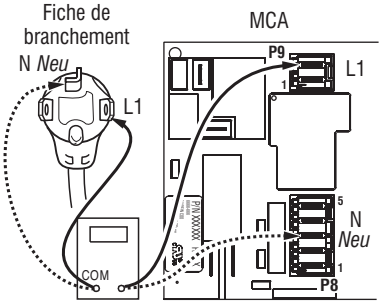

Figure 4 - Raccordement entre fiche et borne pour une sécheuse électrique.
4. Avec un ohmmètre, contrôler la continuité entre les broches L1 et N de la fiche de branchement du cordon d'alimentation et les bornes L1 et N du MCA. Voir figure 4.